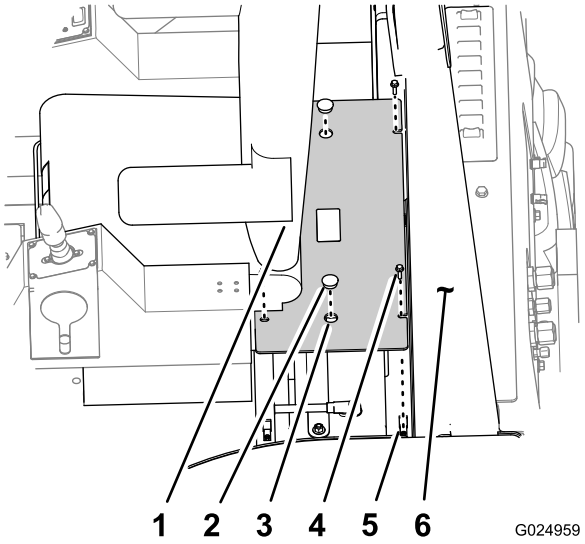

Figura 76
3. Rimuovete i 4 bulloni che fissano il coperchio della batteria alla piattaforma del ROPS (Figura 76).
1. Allineate i fori delle flange di montaggio del coperchio della batteria con i dadi sulla piattaforma del ROPS attorno alla batteria (Figura 76).
2. Fissate il coperchio della batteria alla piattaforma del ROPS con 4 bulloni (Figura 76).